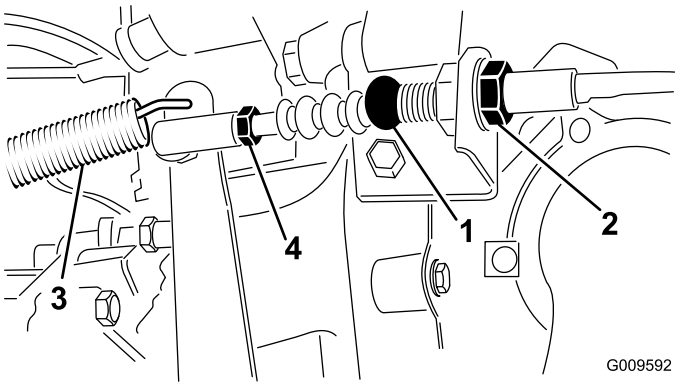

Figura 69
1. Allentate i controdadi che fissano il cavo della frizione alla staffa sul cappuccio del volano (Figura 69).